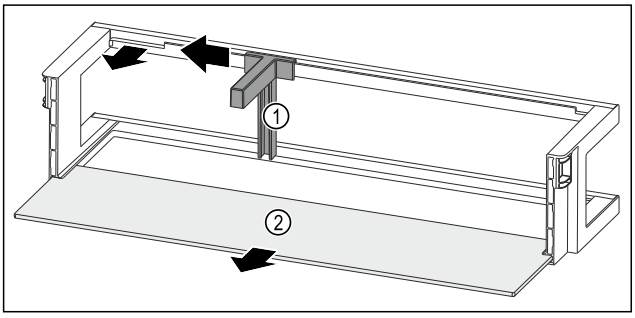

Fig. 199 Door rack with bottle holder and shelf
- ▶ Slide the bottle holder *Fig. 199 (1)* to the side as far as the recess.
- ▶ Remove the bottle holder *Fig. 199 (1)*.
- ▶ Remove the shelf *Fig. 199 (2)*.